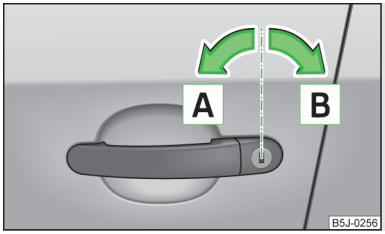

Fig. 10
- Turn the key in the locking cylinder of the driver's door in the direction of travel (unlocking position) A » Fig. 10.
› Turn the key in the locking cylinder of the driver's door in the opposite direction of travel (lock position) B » Fig. 10.